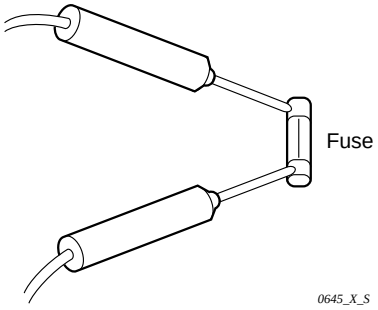

Fig. 4-9
- The check for continuity of the fuse by using the multimeter. **(Fig. 4-9)** Having continuity is acceptable.